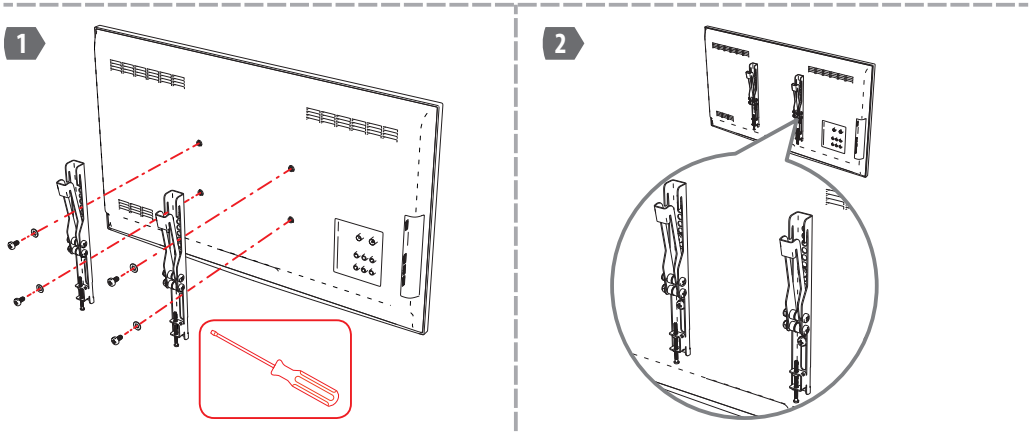

Рисунок 2. Установка держателей на телевизор
4.4 Установите оба держателя телевизора, подобрав необходимые винты из комплекта крепежа. Необходимый тип винта, как правило, указан в документации и на задней поверхности телевизора около крепежных отверстий VESA. При необходимости используйте шайбы (см. рис. 2).